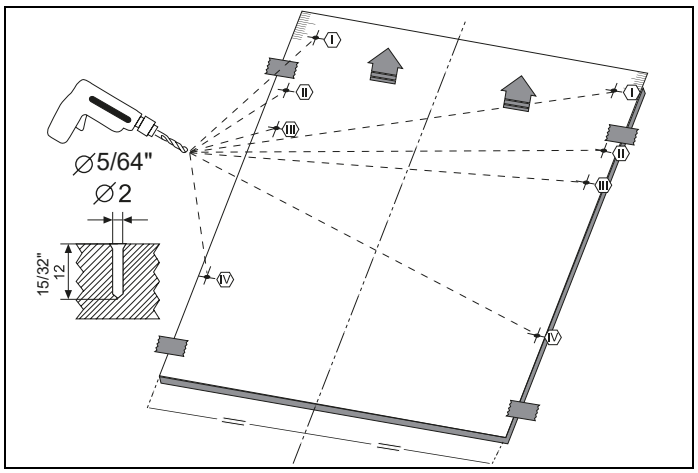

Fig. 24
3) As shown in Fig. 24 , the screw hole is opened to the outer door from the points marked on the installation plan. Diameter of Drill Bit: 5/64″ (2 mm) Depth of Drill Bit: 15/32″ (12 mm)